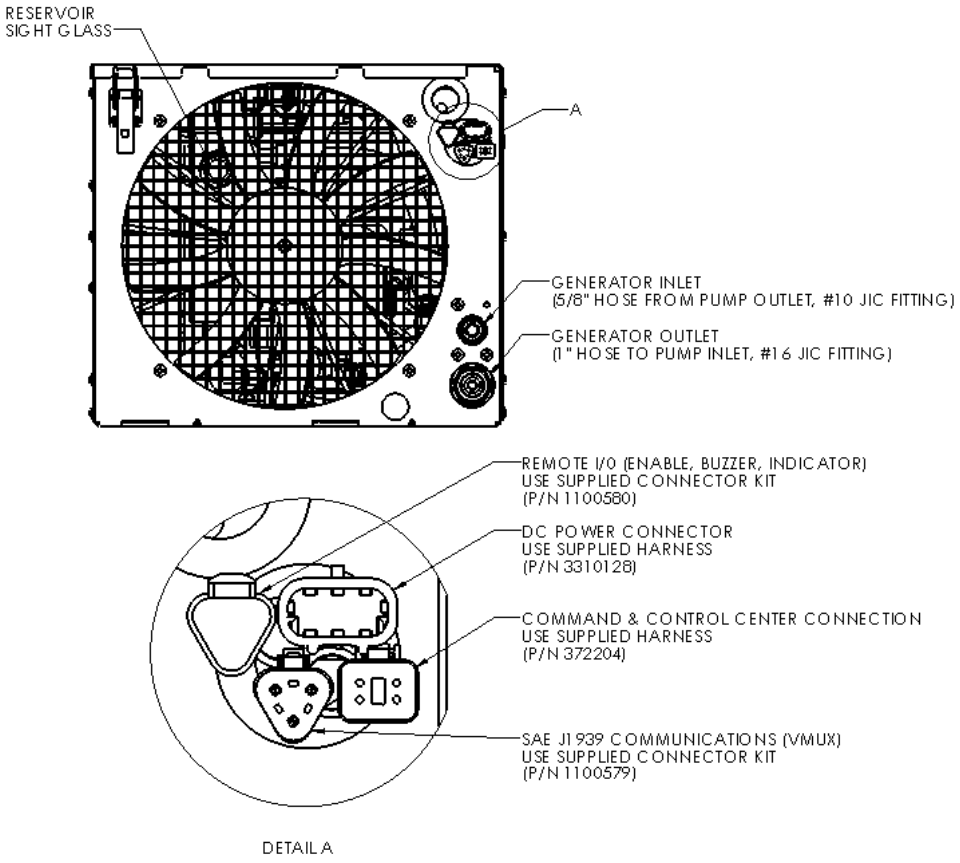

Figure 8 – Connection Interfaces (End View)
7. Install hoses and tighten hose ends, using the **Hose Installation Guidelines.** Reference Figure 8 for hose and harness connection locations.
9. Connect 12 VDC (vehicle battery positive) to the generator's system controller input (reference Figure 2 and Figure 8). Connect the RED wire from the system controller, marked "Vehicle +12V supply" to the vehicle's ignition circuit through a 30 amp fuse. Connect the BLACK wire to the vehicle's ground (vehicle battery negative).